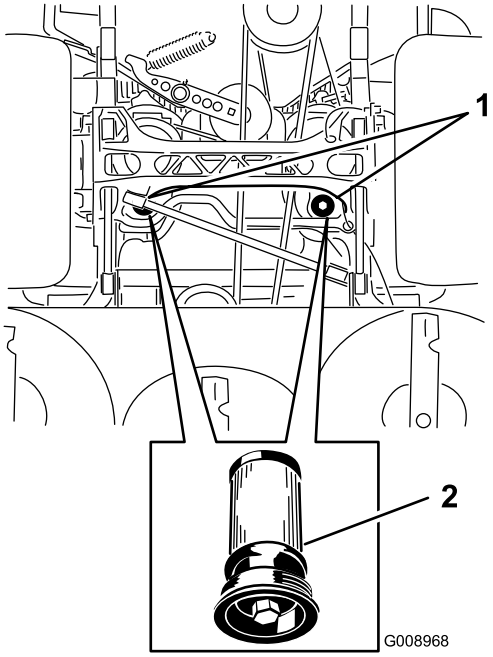

Figur 81
5. Sätt ett tömningsstråg under filtret, ta bort det gamla filtret och torka ytan ren (Figur 81).
6. Stryk på ett tunt lager hydraulolja på utbytesfiltrets gummipackning (Figur 81).